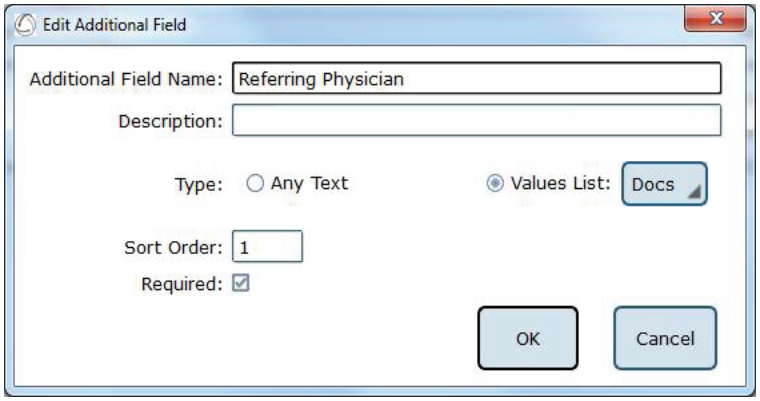

Figura 9: Menú de opciones de Editar campo.
**Editar campo**: Al seleccionar un campo actual en la lista del sistema (en la parte superior del cuadro), se activará el botón Edit field (Editar campo). Esto permite al operador configurar el tipo de texto que aparece en el cuadro (texto de entada del operador o texto de listas creadas por el usuario), establecer dónde en la lista aparecerá el campo, y seleccionar si es un campo obligatorio o no. La Figura 9 muestra el menú de opciones de Editar campo.